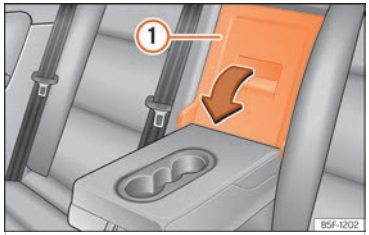

Fig. 194 Al respatller del seient del darrere: obertura de la trapa.
- Estireu la palanca de desbloqueig en el sentit de la fletxa i abateu completament la tapa de la trapa ››› fig. 194 ① cap endavant.